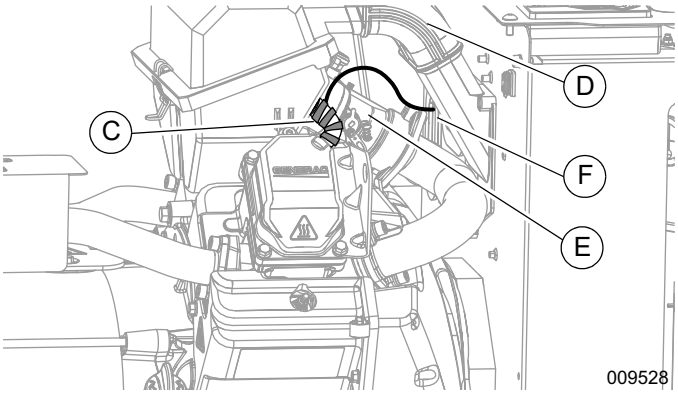

Figure 5. Breather Hose (800 Series)
1. See ***Figure 5***. Wrap breather heater (C) around breather hose, evenly spaced as shown, with lead wires at the top. Wrap breather heater and hose with silicone tape (provided) to secure heater.